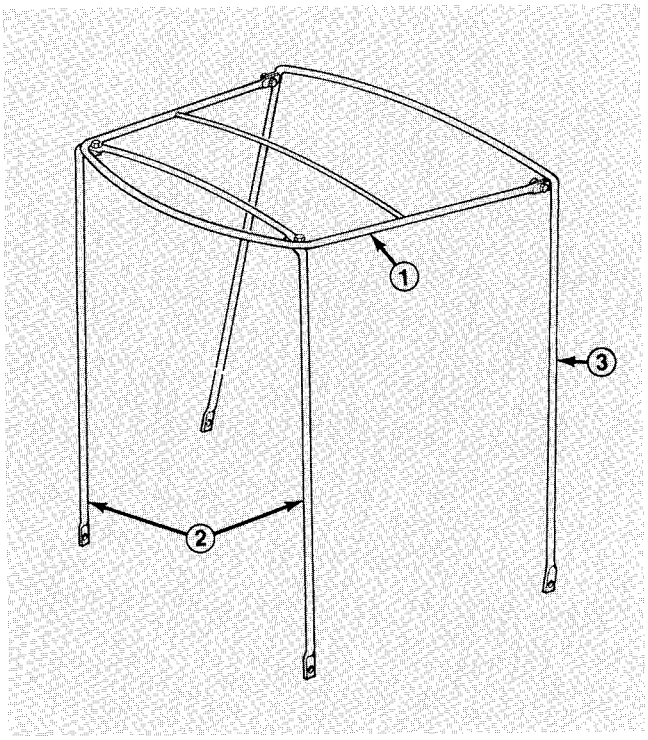

Figure 1
1. Secure top frame to front corner posts and rear vertical bow with capscrews (¼-20 x ¾") and locknuts (Fig. 1).